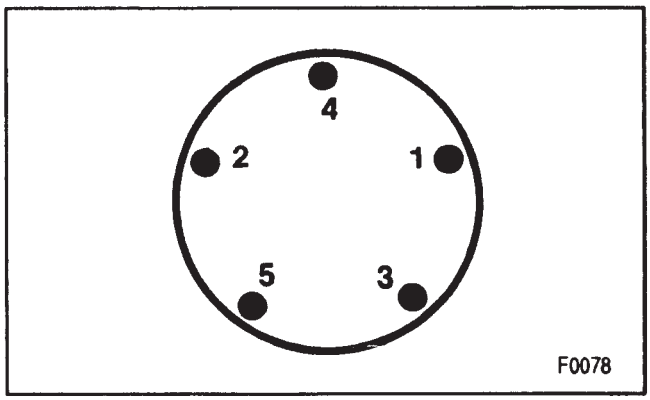

Figure 7—Wheel Nut Tightening Sequence
CAUTION: If penetrating oil gets on the vertical surfaces between the wheel and the rotor or drum it could cause the wheel to work loose as the vehicle is driven, resulting in loss of control and an injury accident. Never use heat to loosen a tight wheel. It can shorten the life of the wheel, studs, or hub and bearing assemblies. Wheel nuts must be tightened in sequence and to the specified torque to avoid bending the wheel or rotor (figure 7).
Wheel nuts must be tightened in sequence and to a specified torque to avoid bending the wheel, brake drum, or brake rotor (figure 7).
- Tighten evenly and alternately to avoid excessive runout (figure 7).